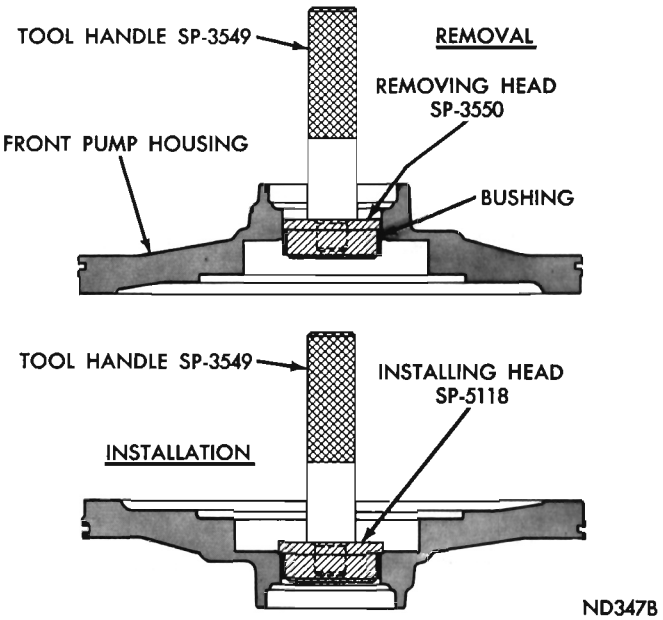
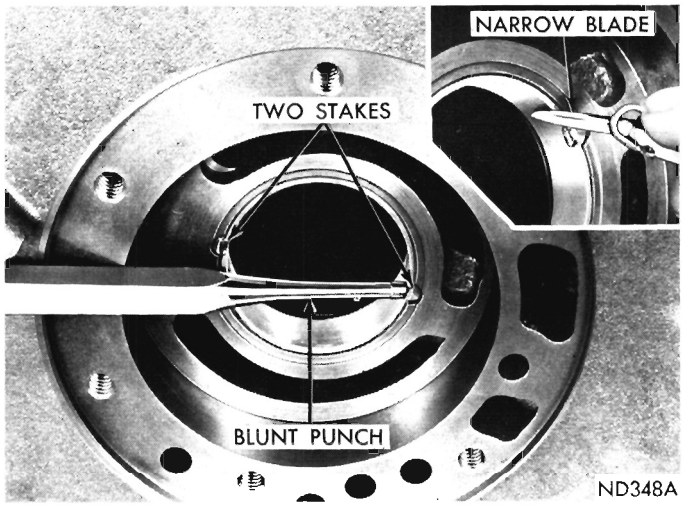

Fig. 64—Replacing Pump Bushing (A-727)
Fig. 65—Staking Pump Bushing (A-727)
(1) Place pump housing on a clean smooth surface with rotor cavity down.
(2) Place removing head Tool SP-3550 in the bushing, and install handle Tool SP-3549 in the removing head (Fig. 64).
(3) Drive bushing straight down and out of the bore. Be careful not to cock tool in the bore.
(4) Position a new bushing on installing head Tool SP-5118.
(5) With pump housing on a smooth clean surface (hub end down), start bushing and installing head in the bushing bore. Install handle Tool SP-3549 in installing head (Fig. 64).
(6) Drive bushing into housing until tool bottoms in the pump cavity. Be careful not to cock tool during installation.
(7) Stake the bushing in place by using a blunt punch or similar tool (Fig. 65). A gentle tap at each stake slot location will suffice.
(8) Using a narrow-bladed knife or similar tool, remove high points or burrs around staked area (Fig.